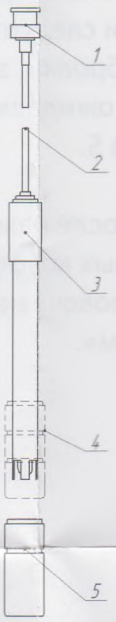

Рисунок 1 – Схема электрода pH
1) Необходимо убедиться в отсутствии механических повреждений электрода (рис. 1 поз. 3) и соединительного кабеля (рис. 1 поз. 2).
2) Перед началом измерений электрод необходимо подключить к датчику через BNC разъем (рис. 1 поз 1) и снять защитный колпачок (на рис. 1 поз 5 – пунктиром показано положение защитного колпачка при транспортировке и хранении).